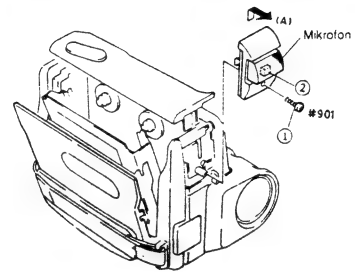
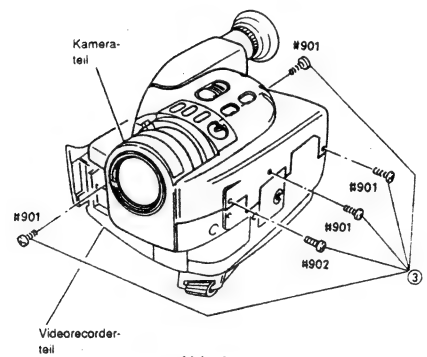

Abb. 2-11
Abb. 2-12
1) Eine (1) Befestigungsschraube des Mikrofons (MIC) entfernen (siehe Abb. 2-11).
2) Das Mikrofon in Richtung des Pfeiles (A) entfernen und einen (1) Stecker (CN014) von dem Mikrofon abtrennen.
3) Fünf (5) Befestigungsschrauben des Kamerateils und des Videorecorderteils entfernen (siehe Abb. 2-12).